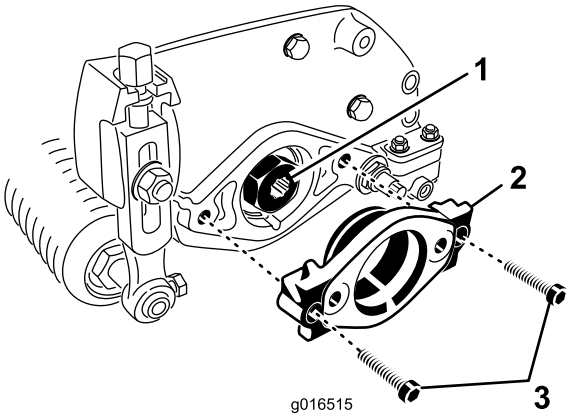

Figur 8
2. Fjern de (2) unbrakoskruer, der fastgør motorophænget i venstre ende af klippeenheden. Fjern motorophænget (Figur 8).
3. Smør indersiden af drivnoten med fedt (Figur 8).